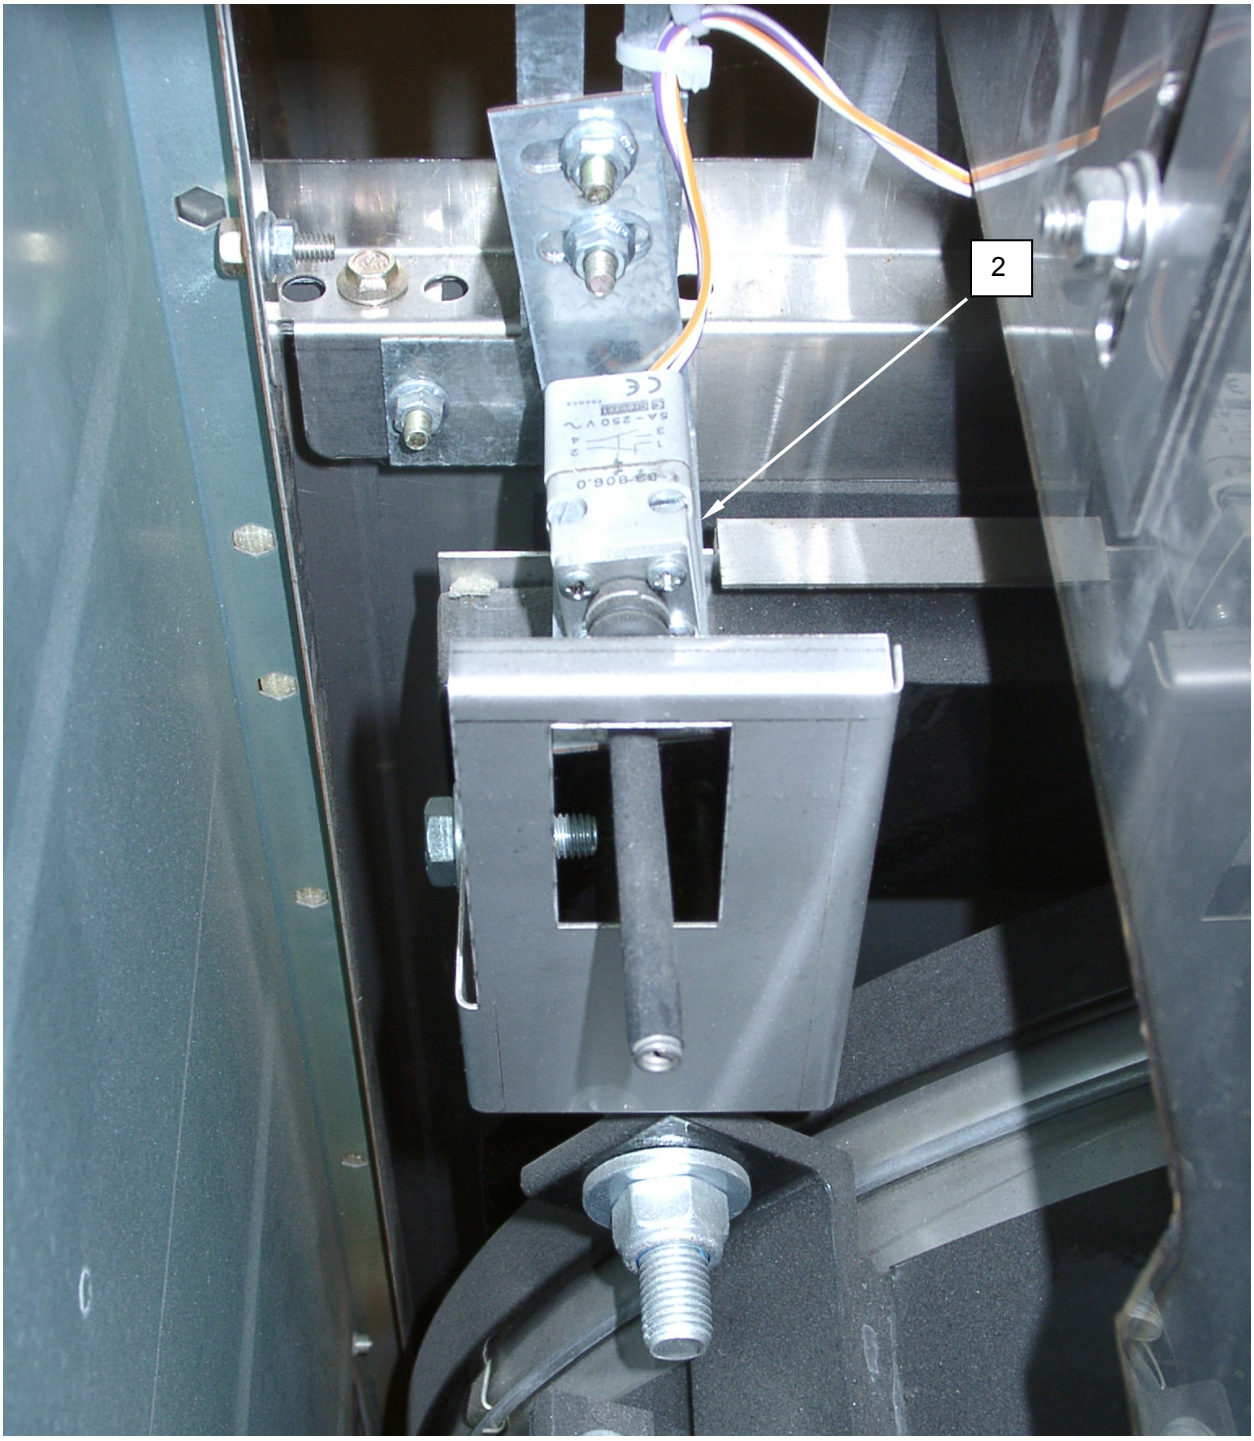

Figure 5. Replace the Washer Balance Switch.
2. Tag and disconnect wiring from balance switch **(Figure 5, Item 2)**.
3. Remove screws retaining balance switch **(Figure 5, Item 2)**, and remove balance switch.
4. Install replacement balance switch **(Figure 5, Item 2)**, and retain with screws.
5. Adjust replacement balance switch **(Figure 5, Item 2)** IAW procedures described in this WP.